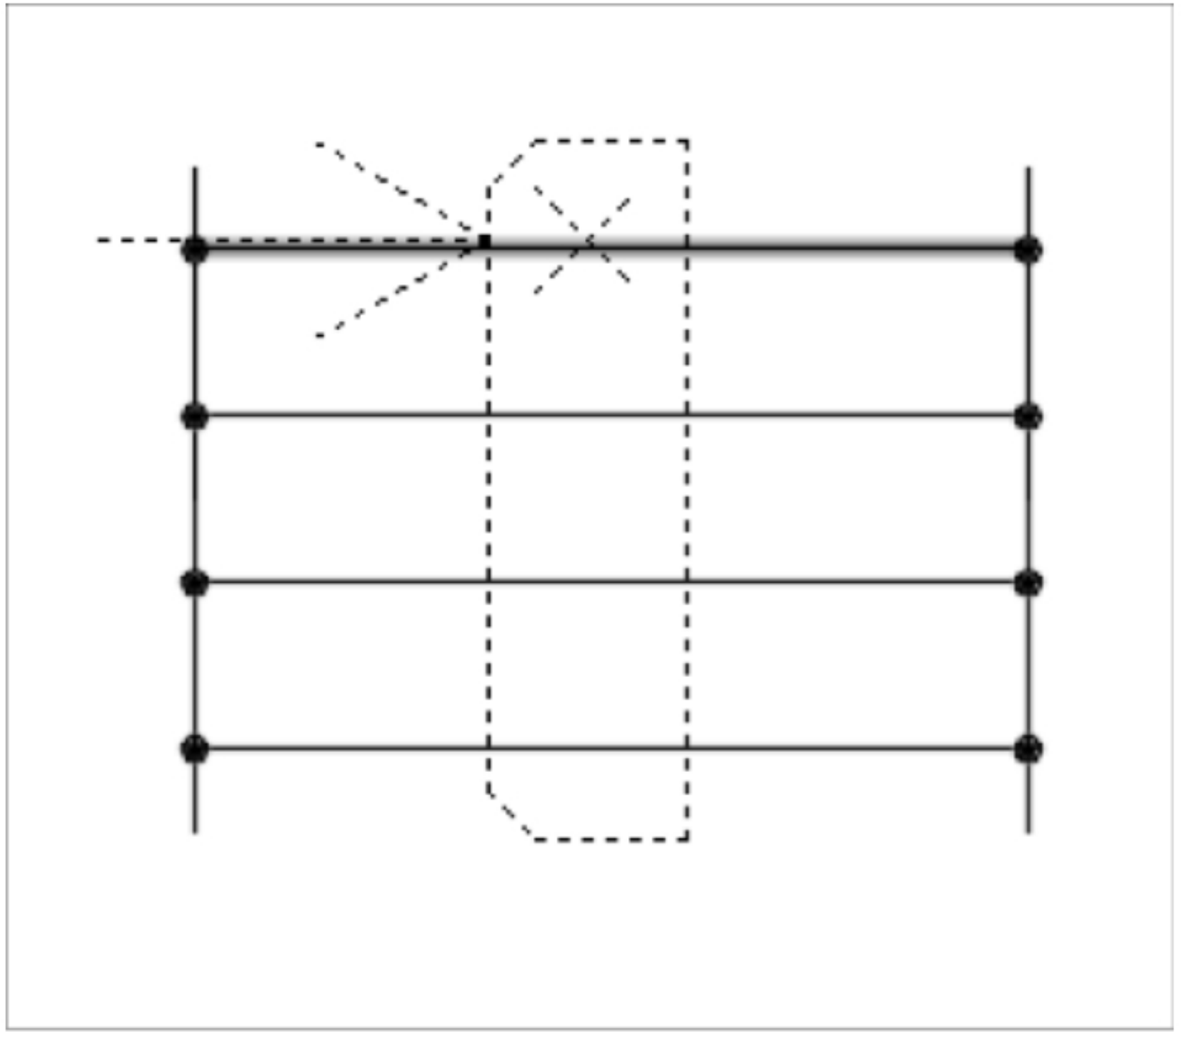

Figure-33. Placing the connector
- Click on the top rung of the ladder as shown in Figure-33 to place the connector.